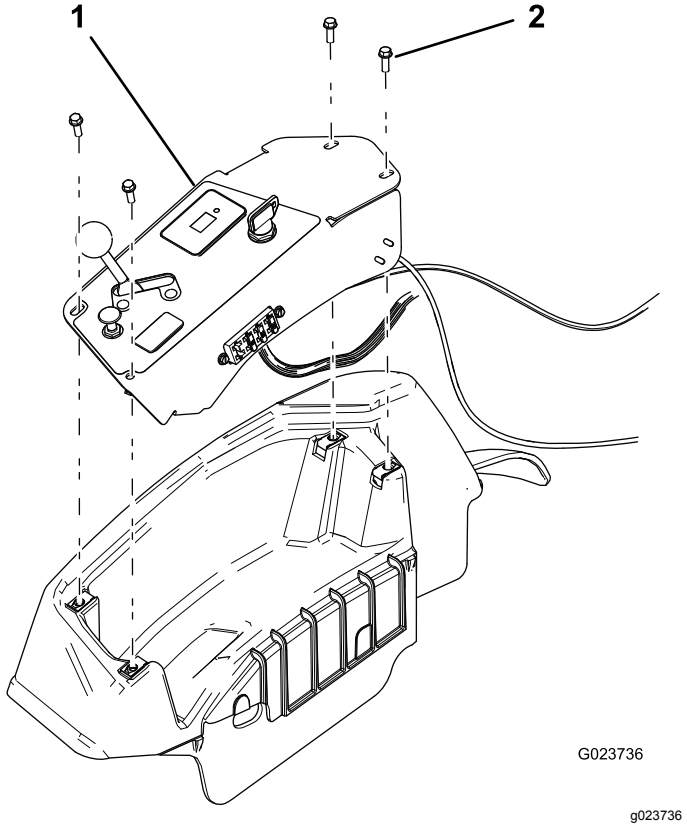

**Figur 32**
2. Fjern kontrollpanelet (Figur 32).